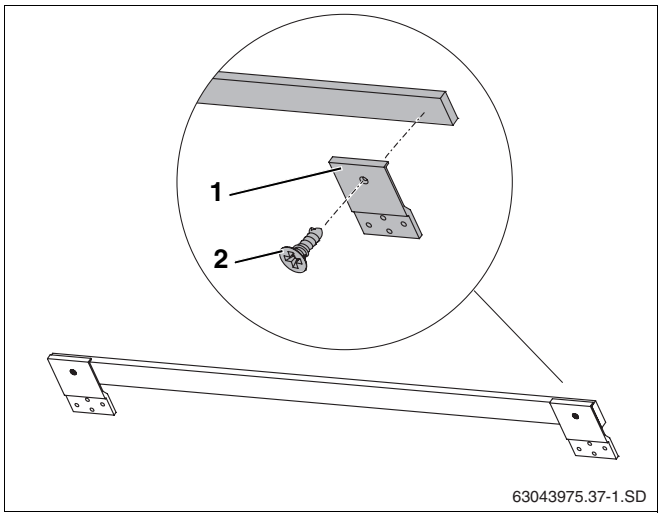

Abb. 10 Abrutschsicherungen an Holzleiste vormontieren
Für die waagerechte Montage müssen 3 Abrutschsicherungen (Abb. 10, **Pos. 1**) an eine Holzleiste befestigt werden (2 außen, 1 mittig).
- Jeweils zwei Abrutschsicherungen (Abb. 10, **Pos. 1**) am Ende der beiliegenden Holzleiste mit Schrauben 4×10 (Abb. 10, **Pos. 2**) befestigen.